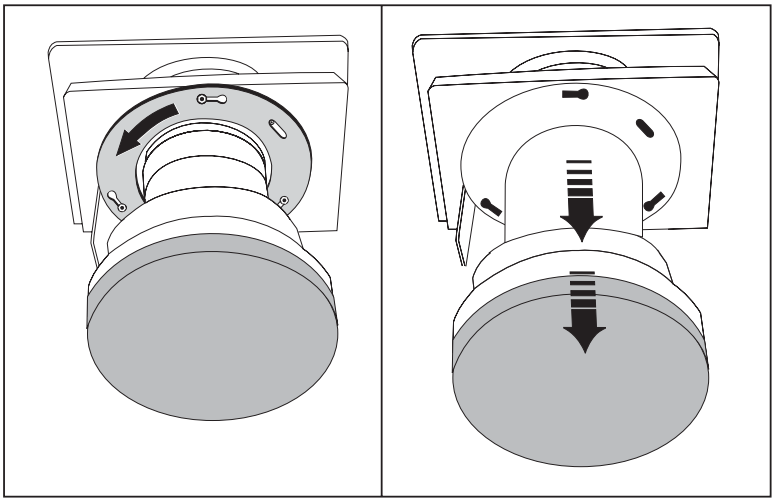

Figure 4.12. Rotate Lens and Remove ***(FIXED LENS SHOWN)***
STEP 3 ' Rotate Lens and Remove (Figure 4.12)